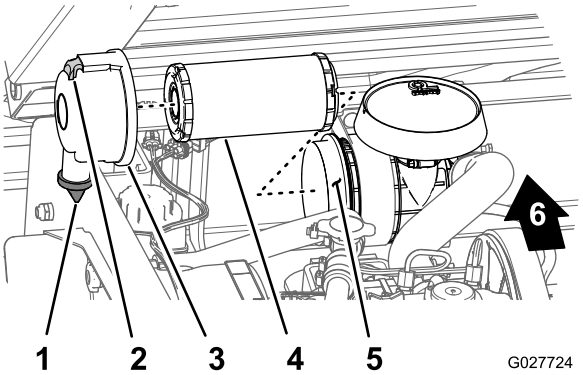

Rysunek 34
2. Sprawdź, czy korpus filtra powietrza nie jest uszkodzony. Mogłoby to być przyczyną nieszczelności i uchodzenia powietrza (Rysunek 34).
3. Pociągnij zatrzask na zewnątrz i obróć osłonę filtra powietrza w lewo (Rysunek 34).
5. Delikatnie wysuń wkład filtra z obudowy filtra powietrza (Rysunek 34), uważając, aby nie strząsnąć nagromadzonego pyłu.
1. Oczyść otwór usuwania zanieczyszczeń znajdujący się w pokrywie filtra (Rysunek 34).
2. Wyjmij gumowy zawór wylotowy z pokrywy, oczyść wnętrze i wymień zawór wylotowy (Rysunek 34).
3. Włóż nowy wkład filtra do obudowy filtra, dociskając zewnętrzną obręcz wkładu, aby osadzić go w obudowie (Rysunek 34).
4. Ustaw pokrywę filtra powietrza równo z obudową tak, aby gumowy zawór wylotowy wypadał u dołu — w pozycji pomiędzy godziną 5 a 7, patrząc od końca (Rysunek 34).
5. Zamocuj pokrywę filtra do obudowy za pomocą zatrzasków (Rysunek 34).